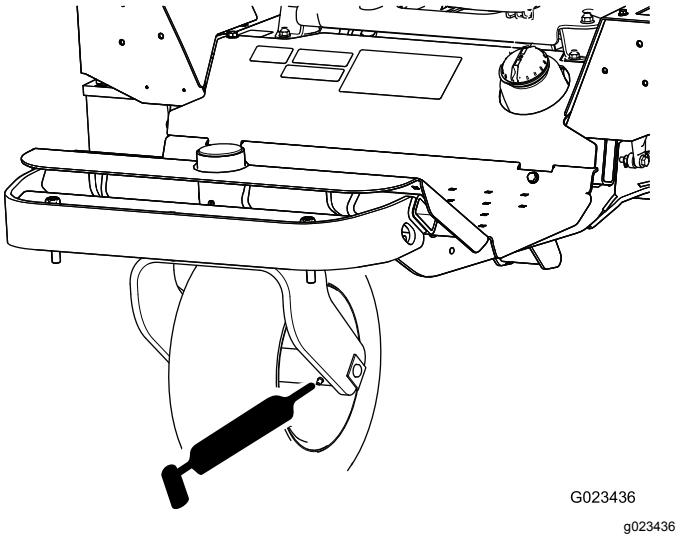

Figur 34
- Forhjulslager (1) – Figur 34